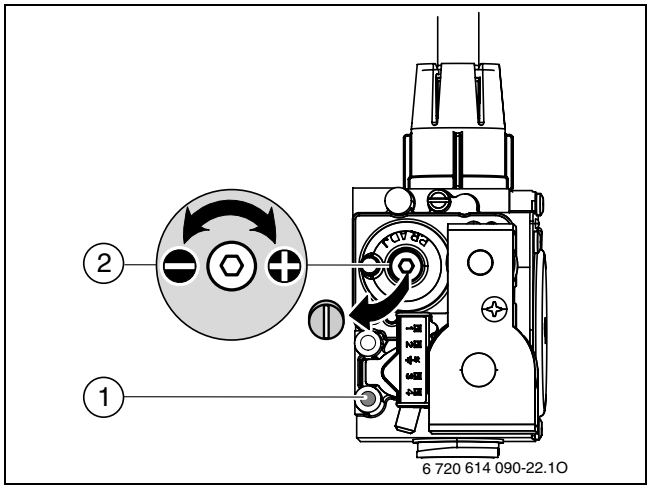

*Fig. 40*
- Rimuovere Il sigillo dalla vite di regolazione del gruppo del gas (fig. 40) e impostare il valore di $CO_2$ corrispondente alla potenza termica nominale minima (tab. 19 e 20) agendo sulla vite di regolazione.